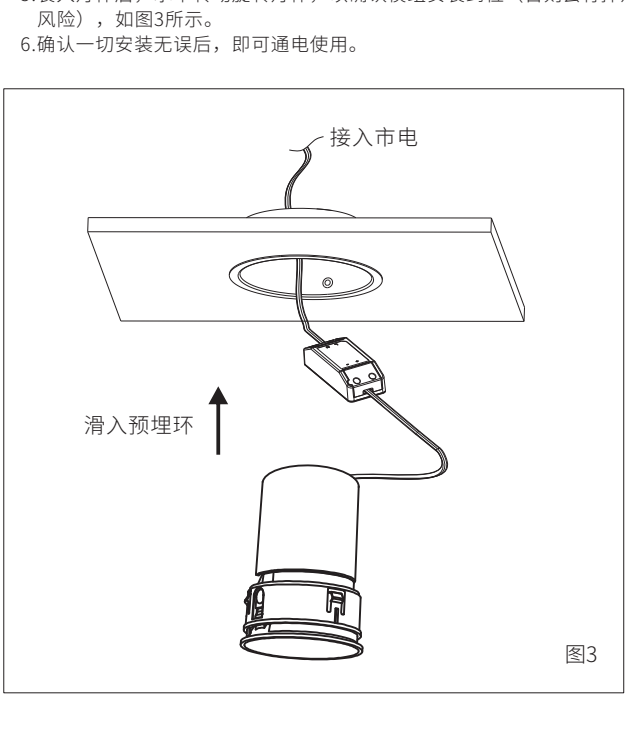

图3
5.装入灯体后，水平转动旋转灯体，以确认模组安装到位（否则会有掉落风险），如图3所示。